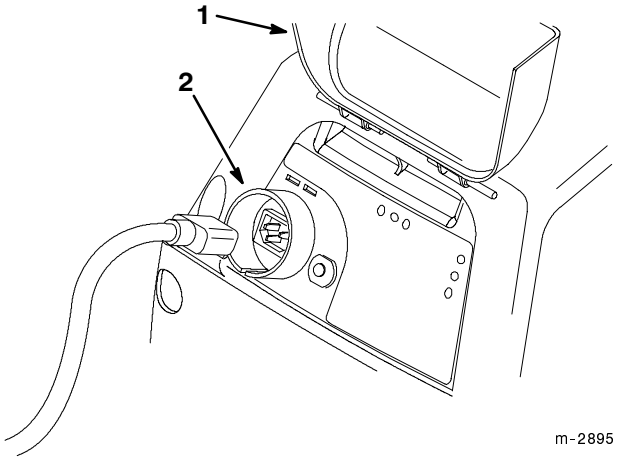

Figure 14
3. Lift the rain shield, insert the extension cord into the plug receptacle, and connect other end of extension cord to a normal 230-volt household outlet (Fig. 14).